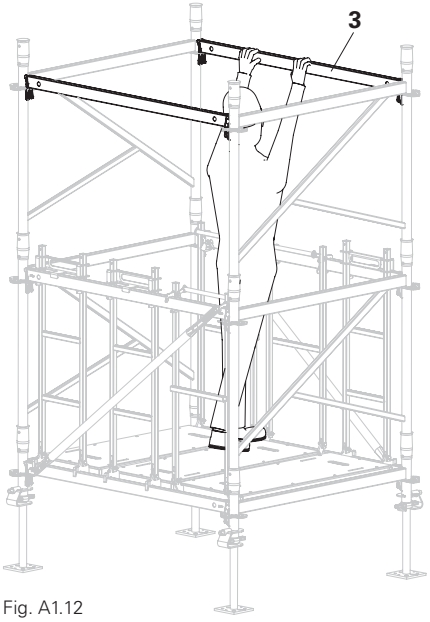

Fig. A1.12
3. Install horizontal ledger (3). (Fig. A1.12)